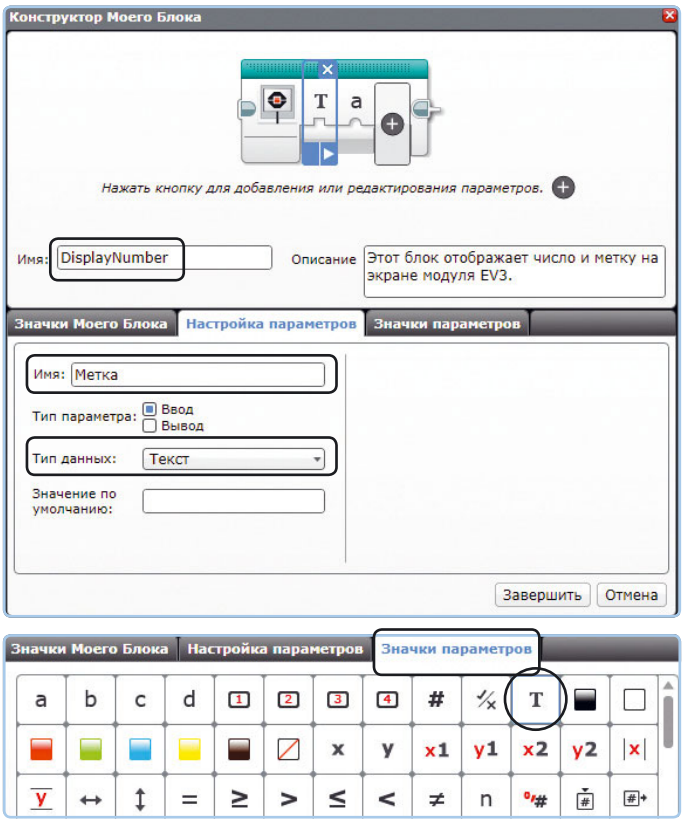

*Рис. 15.18. Настройка ввода **Метка***
6. Перейдите на вкладку **Настройка параметров** (Parameter Setup), выберите первый параметр и настройте его, указав тип параметра **Ввод** (Input), тип данных **Текст** (Text) и имя **Метка**, как показано на рис. 15.18. Выберите информативный значок, например в виде буквы «Т», для этого ввода на вкладке **Значки параметров** (Parameter Icons).